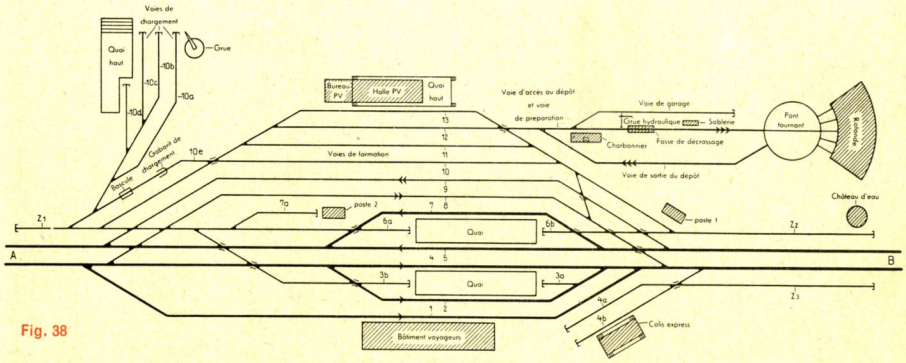
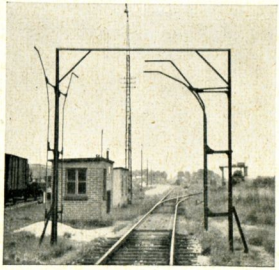
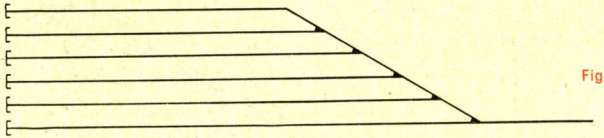

Fig. 38
Fig. 46
Fig. 48
Voies de chargement et de déchargement — Cour de chargement — Halle petite vitesse — Organes de chargement (grues — bandes transporteuses). Installations pour le service des colis express (généralement disposées près des installations pour voyageurs). (Fig. 38, voies 4a, 4b et Z 3.)
Ce sont les voies 4 et 5 de la fig. 38. Un train venant de A ou B empruntera ces voies s'il n'est dévié par aucun aiguillage.
Lorsqu'un train entre en gare sur la voie 2 (fig. 38) et que pour une raison quelconque il ne s'arrête pas, bien que le sémaphore de sortie de gare soit sur «arrêt», il revient sur la voie principale directe et entrave ainsi le trafic sur cette voie.
Une voie secondaire de la gare doit rester libre pour permettre la circulation des locomotives lorsque la locomotive d'un train doit être remplacée. Cette voie de manœuvres pour locomotives est généralement aussi la voie d'accès au dépôt (voie 12 sur la fig. 38).
Les locomotives et, le cas échéant, les wagons-restaurant, wagons-lits et fourgons postaux sont remisés sur des voies de garage près des voies principales pour que les manœuvres puissent être effectuées rapidement. Ces voies de garage sont en général disposées aux extrémités des quais de voyageurs (voies 3a, 3b, 6a et 6b, fig. 38).
Lorsqu'un convoi a atteint son terminus, il doit être rangé sur des voies de stationnement; il peut ainsi être nettoyé sans que le trafic sur les voies principales en souffre. Il faudrait autant que possible éviter que les voies d'accès à ces voies de stationnement croisent les voies principales; il est donc tout indiqué de prévoir ces voies entre les voies principales directes. La gare de la fig. 38 n'est pas conçue pour être le terminus d'une ligne; on n'a en conséquence pas prévu de voies de stationnement. En cas de nécessité les voies 7a, 3a, 3b, 6a et 6b pourraient servir au remisage d'un convoi.
Dans les petites gares, le triage est souvent réduit à 2 ou 3 voies (par exemple les voies 10 et 11 de la fig. 38). Les trains de marchandises sont dirigés sur les voies Z 1 ou Z 2 et de là s'effectue le triage. Les wagons sont dirigés soit vers les voies de formation 10 ou 11, soit vers les voies de chargement 13 ou 10a à 10d (si le triage est effectué à partir de la voie Z 1).
où les colis sont déchargés par les agents du chemin de fer soit sur les diables soit sur les bandes transporteuses. La voie 13 de la figure 38 dessert un tel quai. La fig. 43 montre une gare de marchandises plus simple avec voie de déchargement et halle de marchandises (PV). La disposition des voies d'une gare de marchandises doit permettre les échanges rapides des wagons déchargés ou chargés.
Les marchandises pondéreuses et volumineuses telles que pierres, charbon, minerais sont chargées sur les wagons dans la cour PV. Les camions amenant les marchandises peuvent venir se ranger immédiatement à côté des wagons à charger (Fig. 38, voies 10a et 10b).
Le dénivellement entre quai haut et voie de chargement est tel que le plancher des wagons soit au même niveau que le quai. Ces quais hauts sont utilisés pour le chargement des animaux, véhicules et marchandises très fragiles. (Fig. 38, voies 10c et 10d.)
Près de la cour de chargement et des quais hauts sont disposés la bascule et le gabarit (Fig. 46), ces appareils servent d'une part à peser les wagons chargés et d'autre part à limiter le volume de chargement (Fig. 38, voie 10e).
La fig. 48 montre l'entrée dans un faisceau de voies, semblable à celui de la fig. 38.
Pour trouver la réponse à cette question, nous allons étudier les figures 38, 55 et 56.